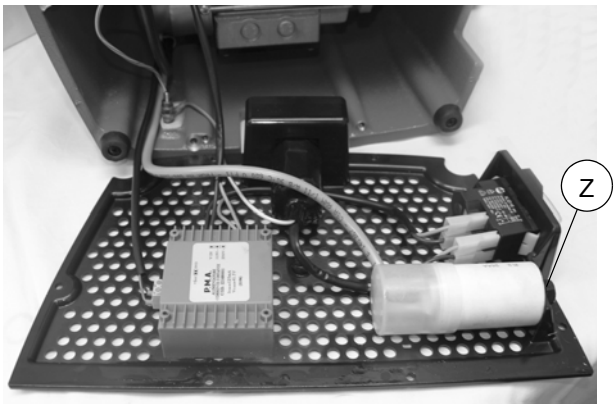

Рис. 32
- Ослабьте гайку (Z) (рис. 32) и удалите ее вместе с шайбой.
- Ослабьте гайку на уплотнителе провода (X) и снимите конденсатор.
- Установите новый конденсатор, пропустите провод через гайку (X), установите корпус электродвигателя и закрепите его 4 винтами (X1).
- Затяните гайку уплотнителя (X), установите корпус электродвигателя и закрепите его 4 винтами (S4).